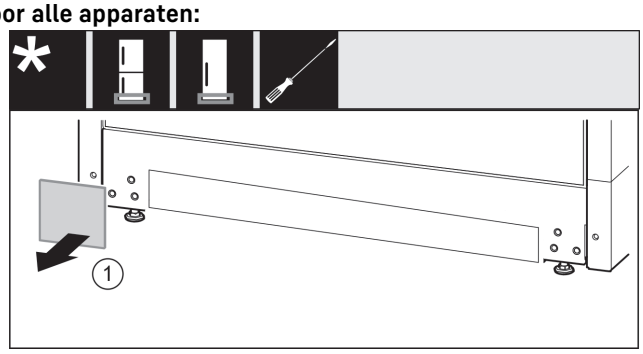

Fig. 20
- ▶ Afdekking *Fig. 20 (1)* wegnemen.